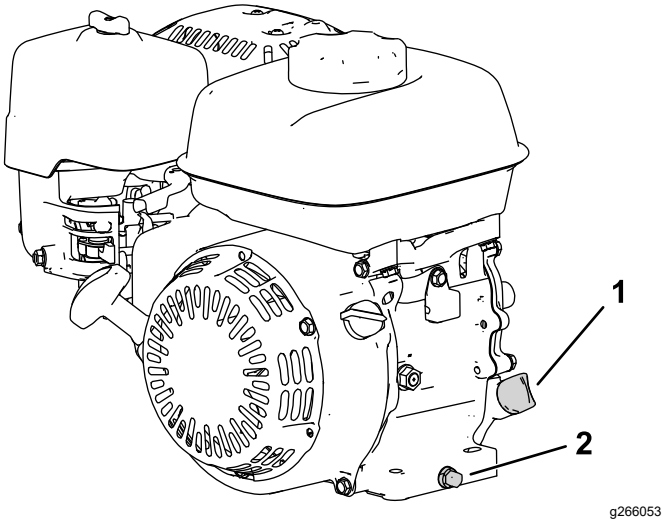

Figure 25
2. Placez la machine de sorte que le moteur soit de niveau, puis nettoyez la zone autour du tube de remplissage (Figure 25).
3. Enlevez le bouchon de vidange, la rondelle et la jauge (Figure 25).